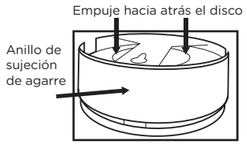

Figura 2
4. Para quitar el anillo de reborde, con firmeza, tome el aro y haga presión en la parte posterior del disco, como se muestra en la **Figura 2**.